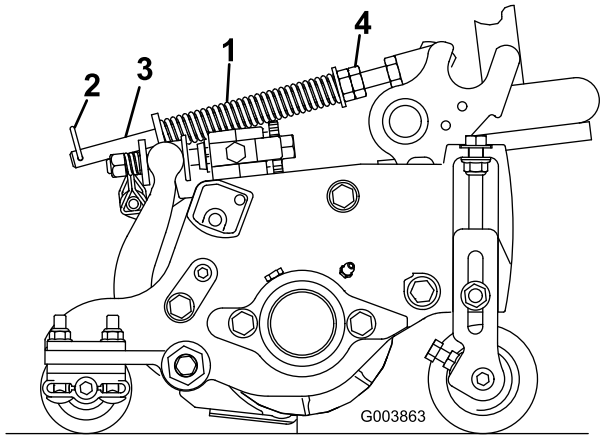

**Figur 13**
1. Sørg for, at låseclipsen er monteret i det bageste hul i fjederstangen (Figur 13).
2. Stram sekskantmøtrikken på fjederstangens forende, indtil fjederens sammentrykkede længde er 15,9 cm (Figur 13).